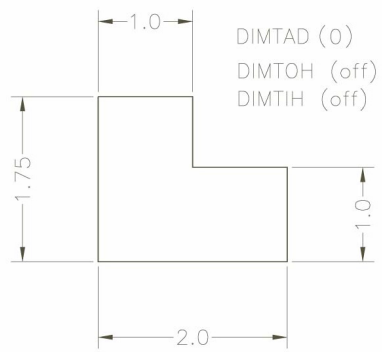
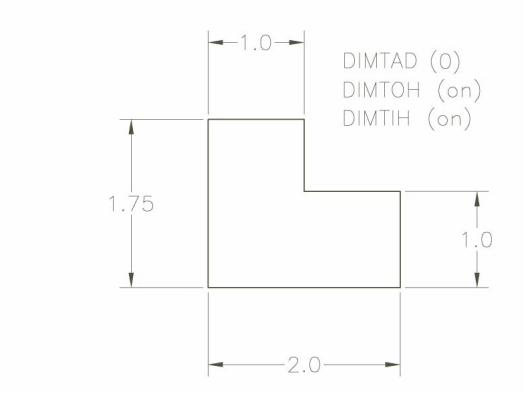
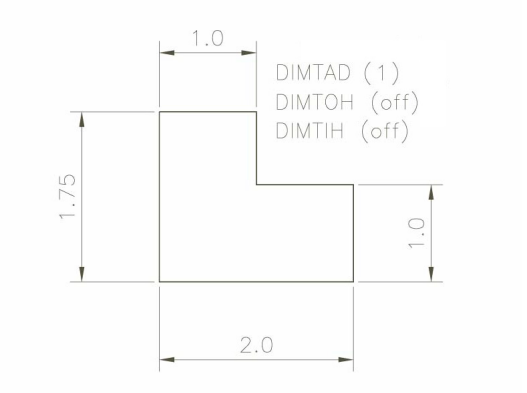

Figure 17-12 *Dimension text aligned with the dimension line*
Figure 17-13 *Horizontal dimension text*
Figure 17-14 *Dimension text above the dimension line*
9. If you decide to have the dimension text aligned with the dimension line, then the entire dimension text in the drawing must be aligned, refer to Figure 17-12. Similarly, if you decide to have the dimension text horizontal or above the dimension line, then to maintain uniformity in the drawing, the entire dimension text must be horizontal, refer to Figure 17-13 or above the dimension line, refer to Figure 17-14.